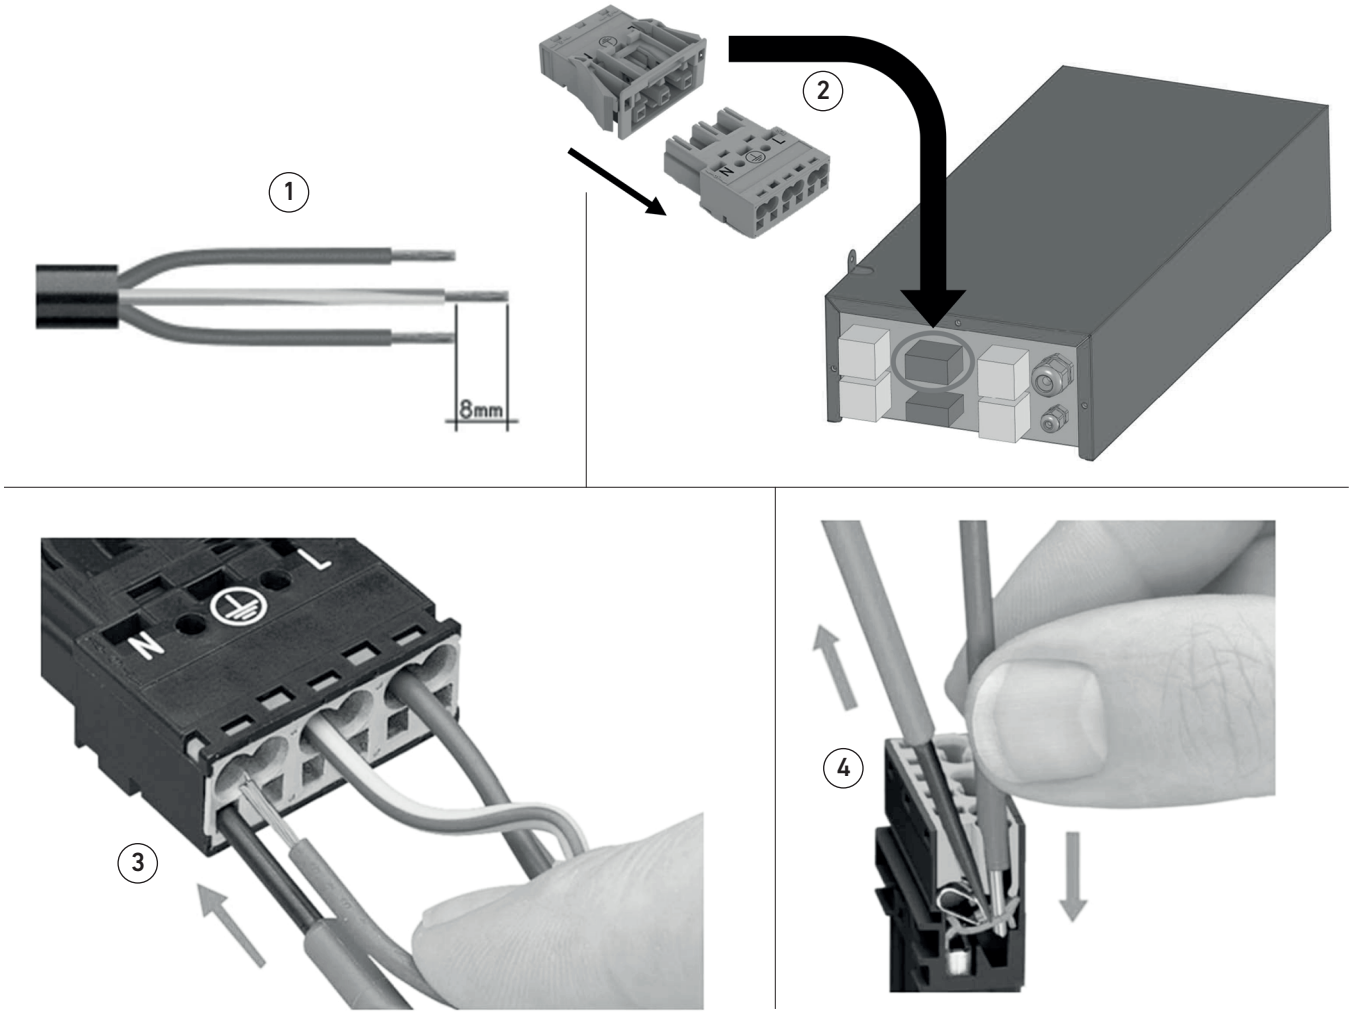

fig. 18
- Munirsi di un cavo elettrico adeguatamente dimensionato per l'apparecchiatura, effettuare una spelatura dell'isolante esterno di circa 55 mm, sguainare di circa 8mm i cavi di fase (L), neutro (N) e terra (⏚) lasciando il cavo della terra leggermente più lungo degli altri due (fig. 18 part. 1);
- Scollegare il connettore maschio a 3 poli da quello femmina come indicato in fig. 18 part. 2, utilizzare un cacciavite a taglio con lunghezza della lama di circa 2,5 mm per aprire la morsa del connettore e inserire il cavo spelato nell'apposita cavità (fase in L, neutro in N e terra in ⏚) fino a battuta (fig. 18 part. 3);
- Rimuovere il cacciavite per far richiudere la morsa del connettore e accertarsi che il cavo sia stato assicurato correttamente provando a tirarlo leggermente (fig. 18 part. 4), se il fissaggio è corretto le parti sguainate del cavo non devono sfilarsi dalla sede del connettore;